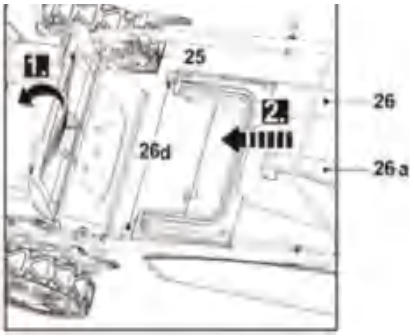

Fig. 5
3. Open the rear defector guard (25) and hold it in position (Fig. 5, step 1).
5. Align the hooks (26d) with the slots and hang the grass catcher onto it (Fig. 5, step 2)
6. Carefully release the rear defector guard (25) afterwards.